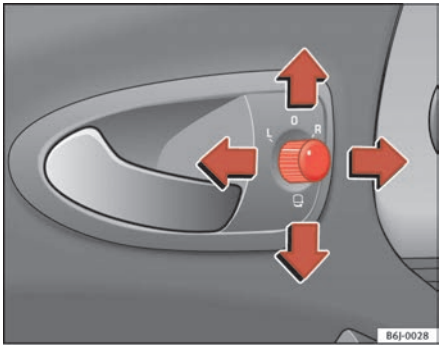

Fig. 63 Controls of exterior mirrors
1. Turn knob ⇒ fig. 63 to position **L** (**left exterior mirror**).
– Turn the control ⇒ page 100, fig. 63 to position to fold in the exterior mirrors. You should always fold in the exterior mirrors if you are driving through an automatic car wash. This will help prevent damage.